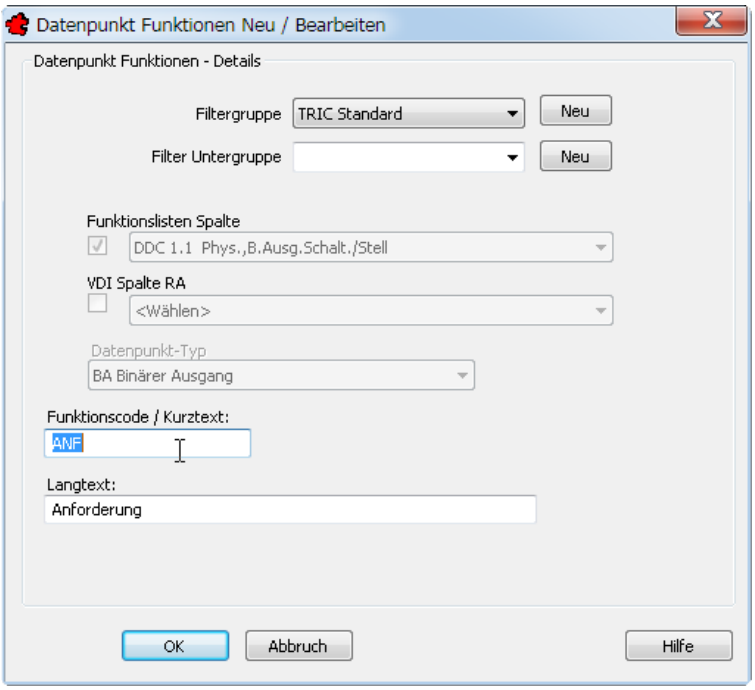

Bild 32.50 – Das Dialogfeld *Datenpunkt Funktionen Neu / Bearbeiten*
- Mit einem Doppelklick auf einen Eintrag oder mit der Schaltfläche *Bearbeiten* öffnen Sie den Code im Dialogfeld *Datenpunkt Funktionen Neu / Bearbeiten* (Abb. 32.50).